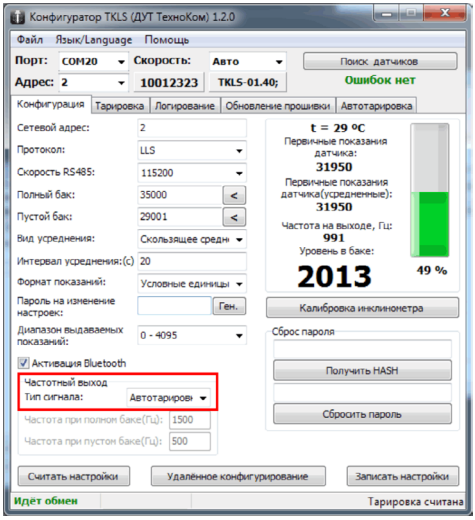

Рис.1. Настройка режима частотного выхода для автотарировки.
- На вкладке «Конфигурация» установить режим частотного выхода «Автотарировка» (Рис.1);